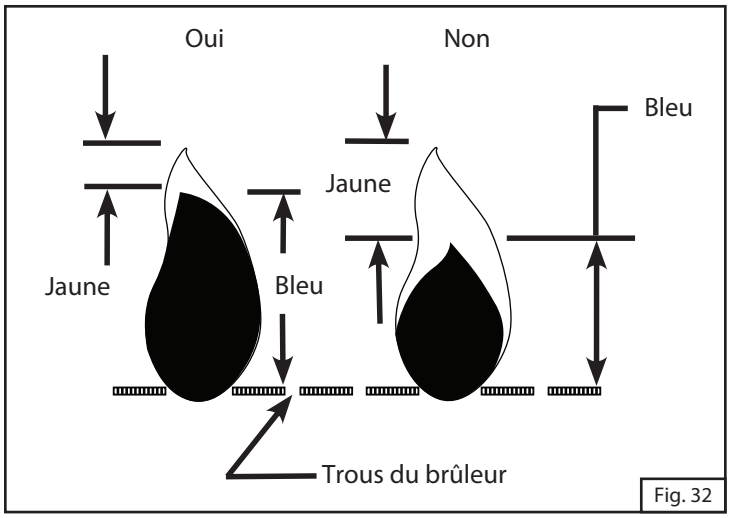

Fig. 32
- Les flammes doivent être identiques à la flamme correcte de la Fig. 32 et se présenter comme suit: